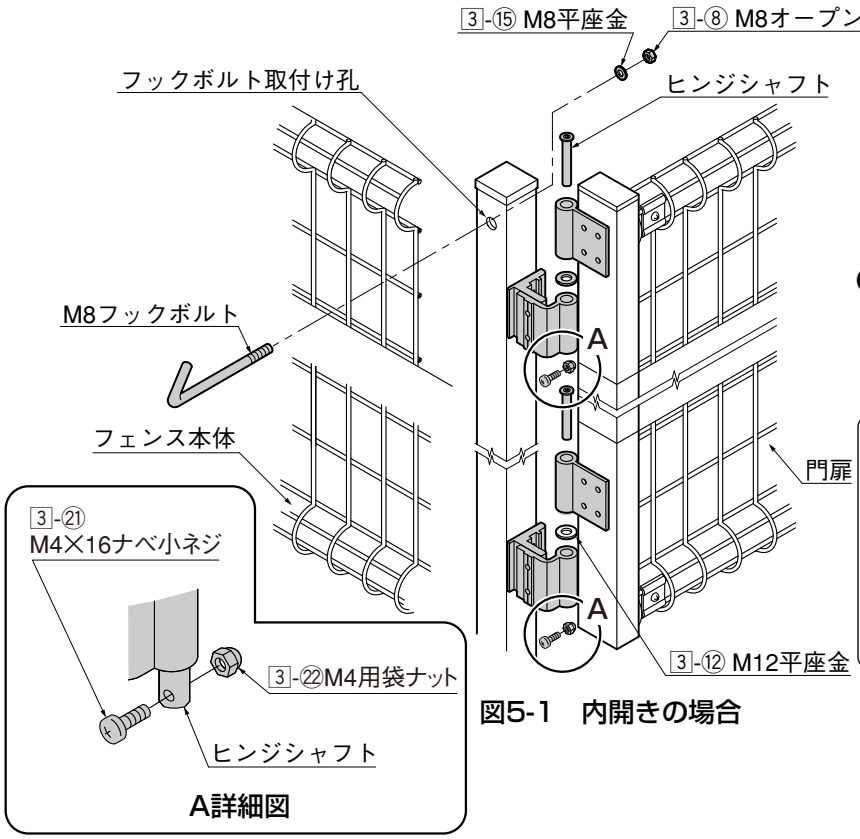

図5-1　内開きの場合
❶付属のM8フックボルトを使用してフェンス本体を門柱に取付けてください。（図5-1参照）